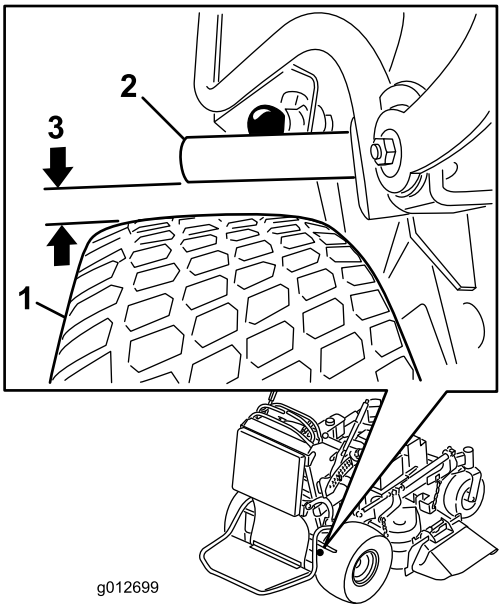

Figura 61
4. Com o travão libertado, meça a distância entre a barra do travão e o pneu. A distância tem de ser entre 5 e 8 mm (Figura 61). Consulte Ajuste do travão de mão quando for necessário ajustar.
5. Rode a culatra. A distância entre a barra do travão e o pneu tem de ser entre 5 e 8 mm. Para apertar o travão, rode a culatra para cima. Para soltar o travão, rode a culatra para baixo (Figura 61).